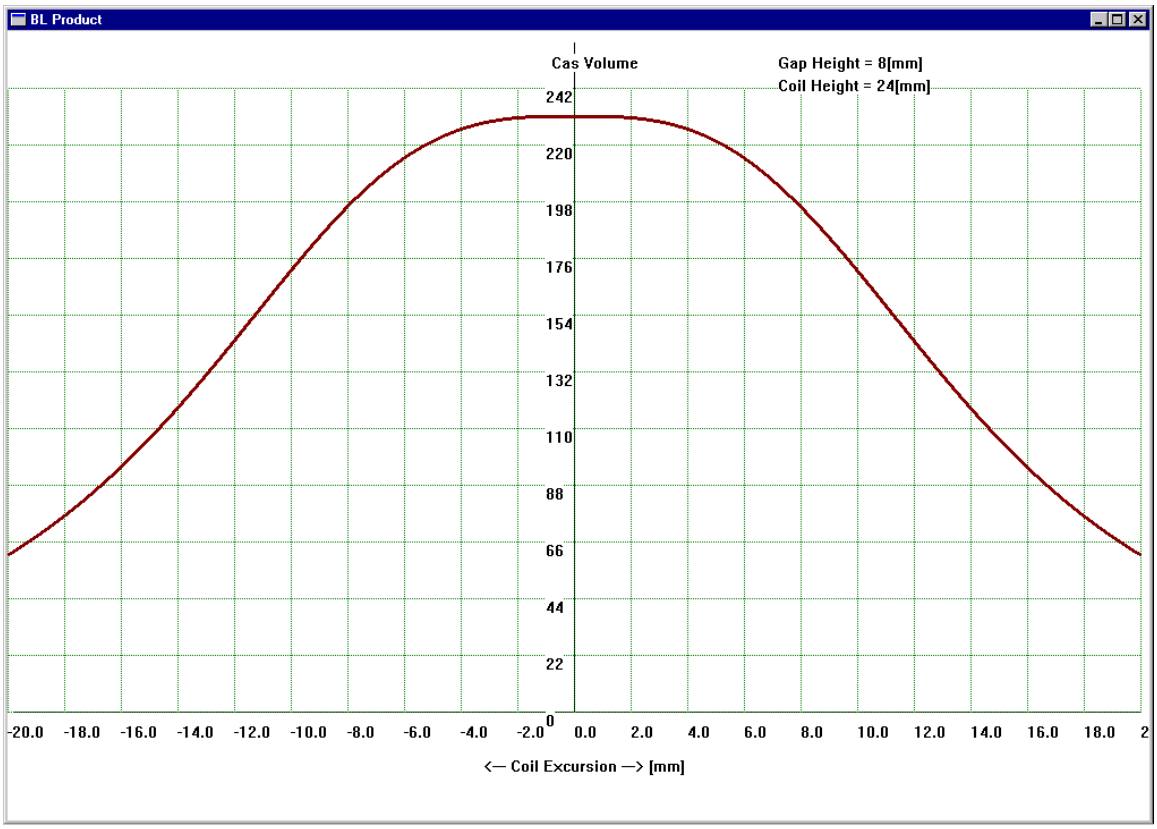

Figure 4.45. Estimating Cas(x) non-linearity. Assumed Xmax = 10.0mm
3. We have also visually inspected the design of the spider and from there, we calculated my Xmax due to the spider. Then, we developed my Cas(x) curve again, assuming, that just like for BL(x) curve, the 65-75% drop in Cas(x) value would correspond to cone excursion = Xmax (due to Spider), as shown on Figure 4.45.